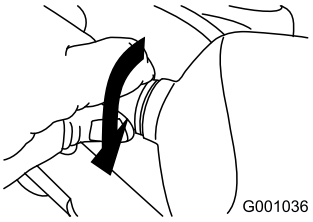

Figur 59
5. Drej pærens sokkel med uret, indtil den sidder godt (Figur 59).